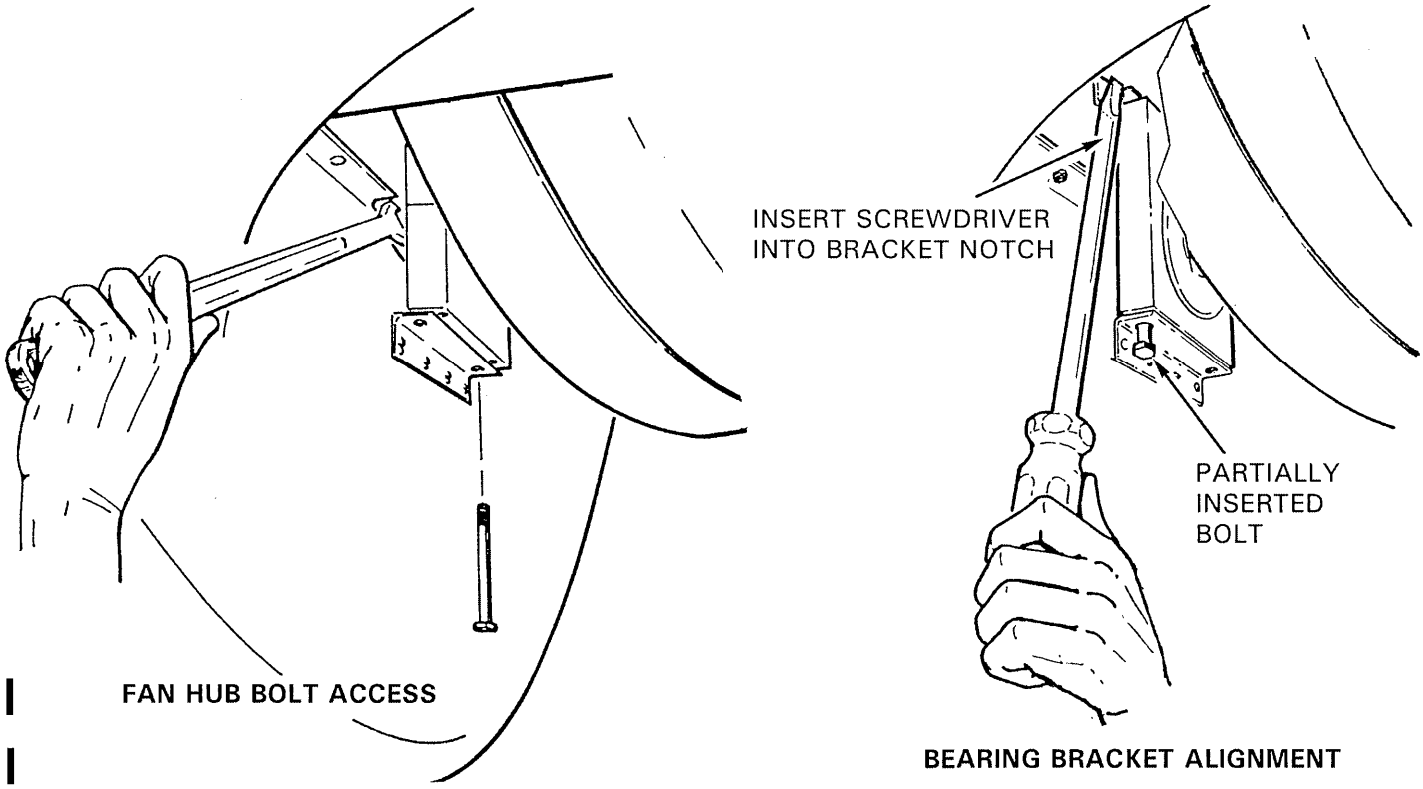

FIGURE 6-3A FAN HUB ACCESS AND LOWER BEARING BRACKET ALIGNMENT
c) Refer to Figure 6-3A. Using an open-end wrench to hold bolt heads, remove every other nut on center hub bolts and replace them with MT092-3 spacer nuts.
e) Install lower cooling scroll half (if removed) and insert two long bolts through lower bracket and actuator bearing block until they enter upper bracket nut plates. Align upper bracket nutplate by inserting screw driver in bracket notch (see Figure 6-3A). Torque bolts per Section 1.320.